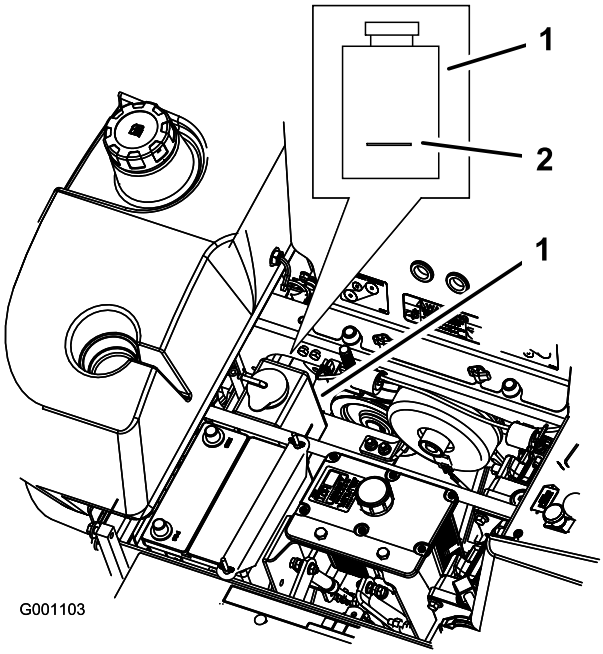

Figur 60
3. Kontroller, at motorkølervæsken ikke løber over. Væskestanden skal nå op til mærket på beholderens yderside (Figur 60).
4. Hvis kølervæskestanden er lav, skal du tilføre en 50/50-blanding af antifrostopløsning med forlænget levetid/Dex-Cool® og vand i beholderen (Figur 60).
5. Hæld 50/50-kølervæskeblandingen i beholderen, og fyld op til indikatorlinjen på beholderen (Figur 60).